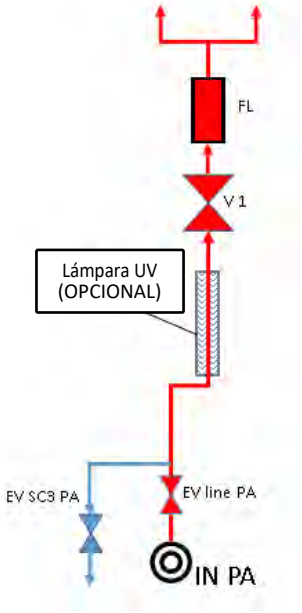

Figura 5: Sistema de funcionamiento ADIABATIC SYSTEM
B)_ADIABATIC SYSTEM (Figura 5); contempla solo el uso de los paneles adiabáticos. Se recomienda su uso cuando no haya un sistema de tratamiento del agua.